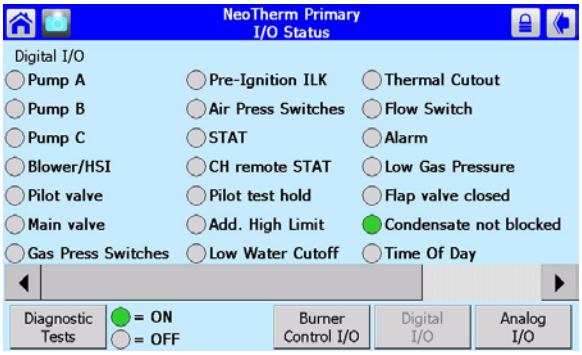

Fig. 130 – Digital I/O Screen
2. Press the Digital I/O button to look at functions where the functions are either "on" of "off." See Fig. 130.